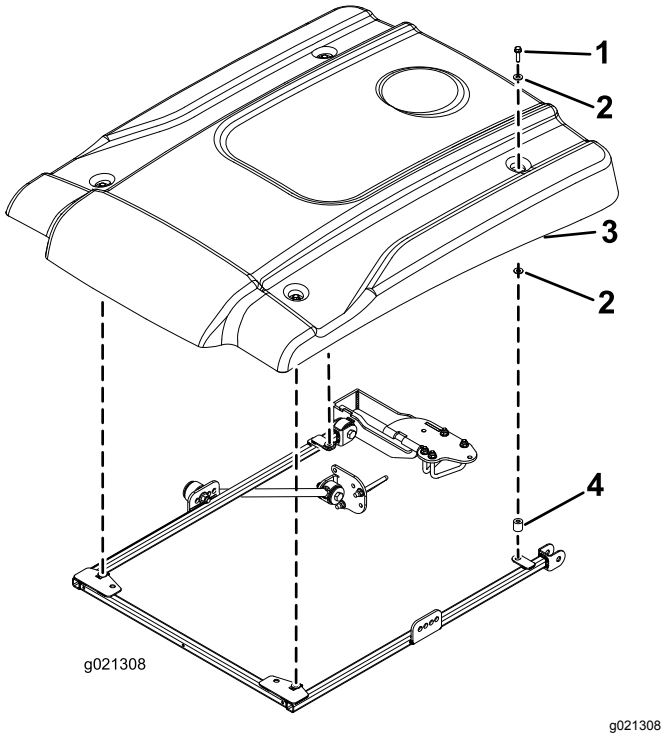

Figura 33
11. Durante l'allineamento dei fori di montaggio, posizionate il parasole sul telaio come mostrato in Figura 33.
12. Montate, senza serrarli, ciascun angolo del parasole sul telaio con un bullone a testa flangiata (5/16" x 2¼"), 2 rondelle piccole e un distanziale (Figura 33). Posizionate una rondella su ogni lato dell'anello in gomma del parasole.